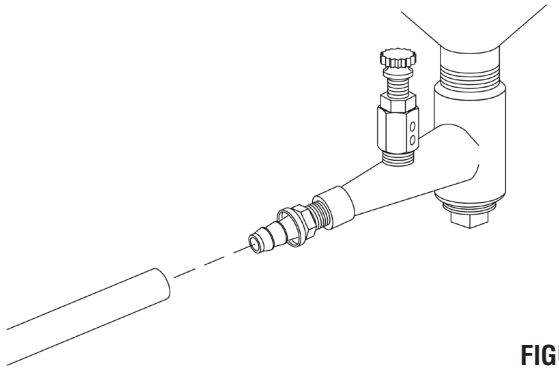

FIGURE 5
2.6.1.2 | Wire the dust collector motor per **Figure 5** and motor nameplate. The motor operates with the cabinet light switch.
2.7.1 | Refer to **Figure 5** and attach the clear media hose from under the cabinet hopper to the metering valve at the bottom of the reclaimer hopper by pushing the hose onto the barded fitting.